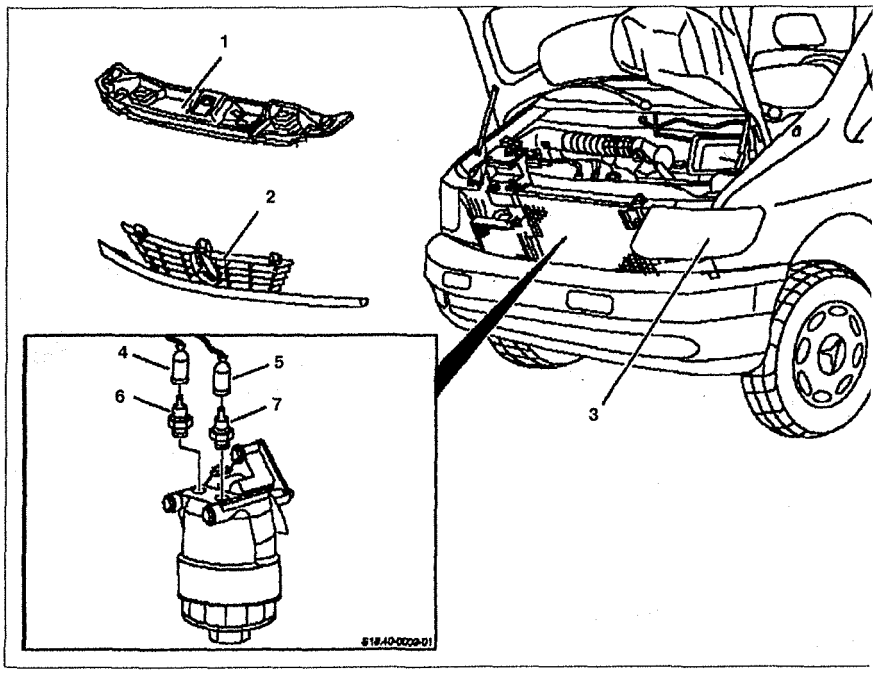

Рис. 3.31. Датчики давления масла:
2. Снимите решетку радиатора **2** (см.рис.3.31).